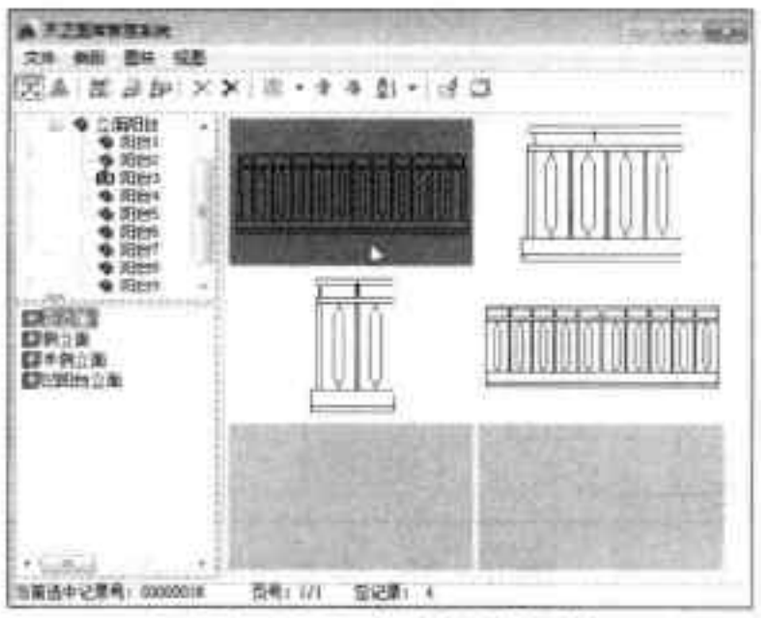

图18-105 选择阳台图块
Step36 执行“立面 > 立面阳台”命令，在“天正图库管理系统”对话框中，选择满意的阳台图块，如图 18-105 所示。